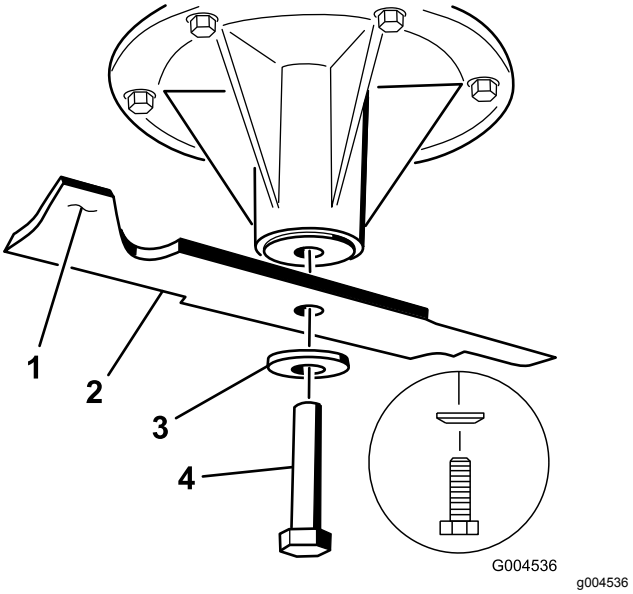

Figuur 106
1. Monteer het mes op de as (Figuur 106).
2. Monteer de veerschijf en de mesbout (Figuur 106).
Opmerking: De conus van de veerschijf moet worden gemonteerd op de boutkop (Figuur 106).